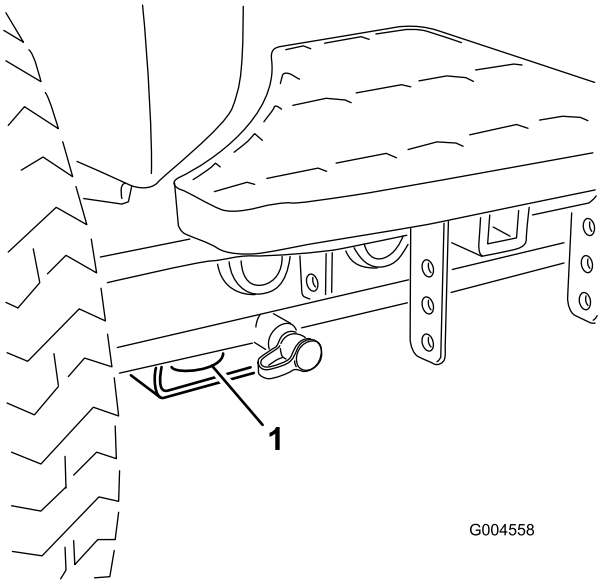

Rysunek 44
- Z przodu – otwór w prostokątnej płytce, pod pochwą osi, wewnątrz każdej z przednich opon(Rysunek 44).